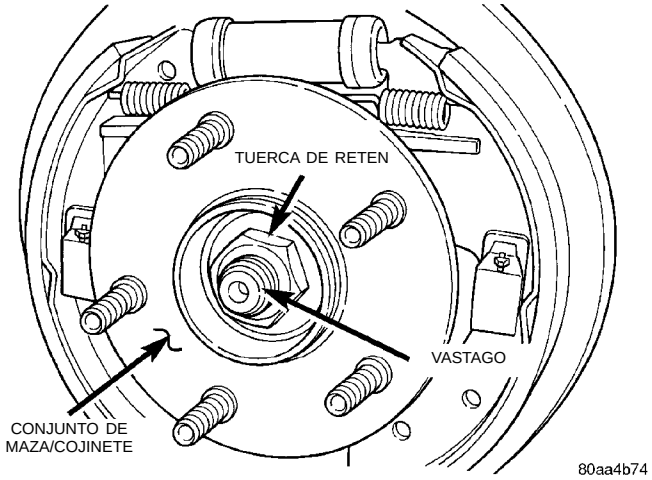

Fig. 144 Tuerca de retén de maza/cojinete
(16) Retire la tuerca de retén del conjunto de maza/cojinete del vástago (Fig. 144).